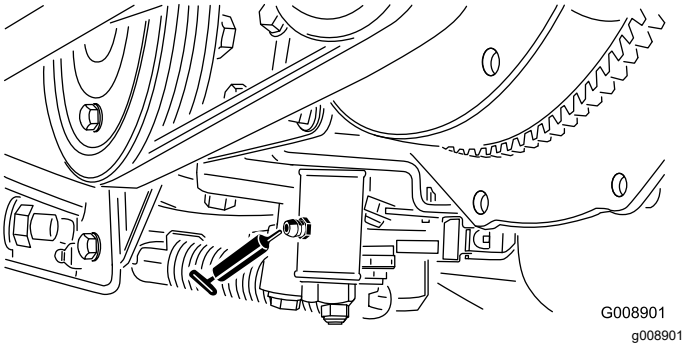

Figur 58
- Neutraljusteringsmekanismen (Figur 58)